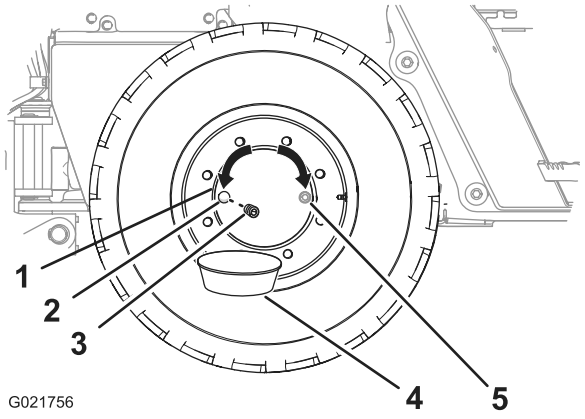

Figure 83
2. Move the machine forward or backward until the plug for the wheel hub is at either the 3 o'clock or 9 o'clock position (Figure 83).
4. Place a drain pan under the drain port in the wheel hub (Figure 83).
5. Remove the plug from the wheel hub (Figure 83).
6. Check that the oil level is at the bottom of the threads of the oil port (Figure 83).
8. Install the plug in the oil port of the wheel hub (Figure 83).